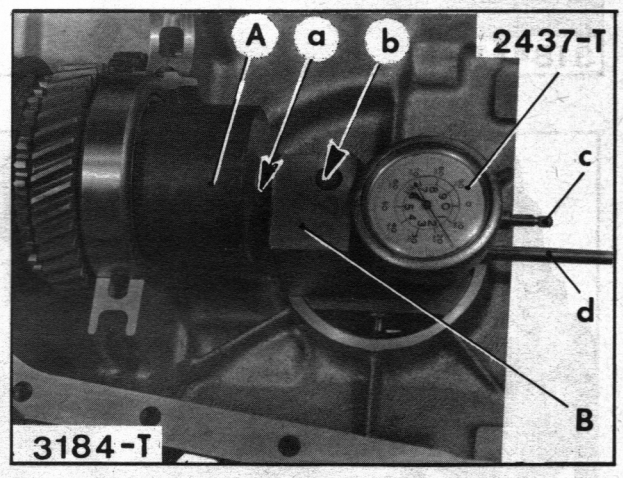

Figure 3
b) Fit the cap A of fixture 3184-T as shown in figure 3. Hold it with the aid of bolt « a » screwed in the plastic gap (1).
The assembly of cap A and support B with the dial gauge in the calibration position corresponds to a distance K1 + K2 = 78 mm. This dimension is engraved on support B at « b » (see figure 3).